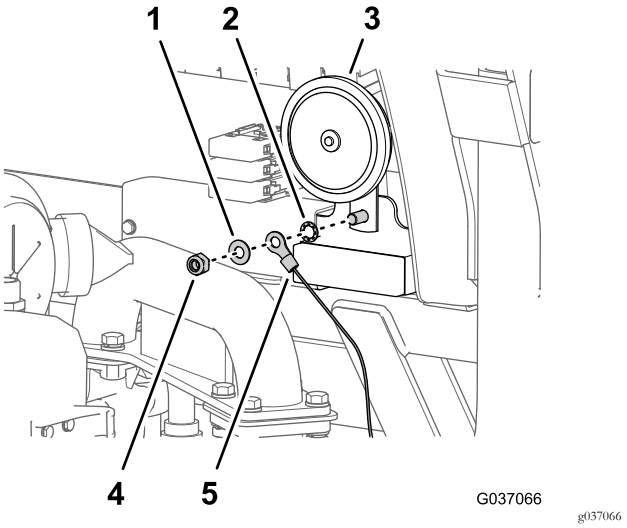

Figura 33
1. En la parte trasera del pasamuros, retire la contratuerca y la arandela que fijan el claxon a la placa eléctrica (Figura 33).
2. Monte la contratuerca, la arandela, el terminal de anillo del arnés del relé y la arandela de freno sobre el perno tal y como se muestra en la Figura 33, y apriete la tuerca y el perno a entre 23 y 29 N·m.